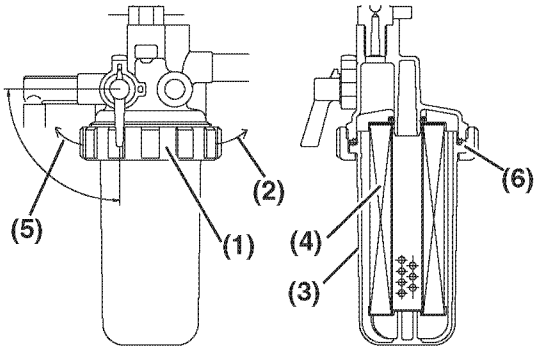

***Figure 15***
3. Turn the retaining ring **(Figure 15, (1))** to the left **(Figure 15, (5))**.
4. Carefully remove the cup **(Figure 15, (3))**. Pour the fuel into an approved container and dispose of waste properly. Hold the bottom of the cup with a shop towel to prevent the fuel from dripping. Wipe up any spills immediately.
5. Remove the fuel filter **(Figure 15, (4))** by pulling it down.
8. Check the condition of the O-ring **(Figure 15, (6))**. Replace if necessary.
9. Install the cup to the mounting flange and turn the retaining ring **(Figure 15, (1))** to the right **(Figure 15, (2))**. Hand-tighten only.